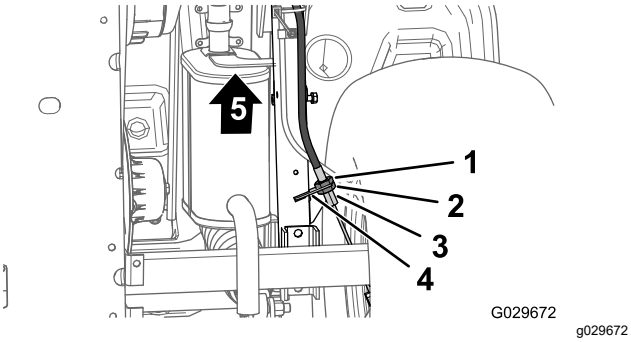

Rysunek 53
3. Od spodu maszyny poluzuj o 4 obroty tylną nakrętkę zabezpieczającą śruby regulacyjnej linki hamulca postojowego (Rysunek 53).
4. Dokręć przednią nakrętkę zabezpieczającą (Rysunek 53).
A. Poluzuj przednią nakrętkę zabezpieczającą (Rysunek 53) śruby regulacyjnej linki hamulca postojowego o 1 obrót.
B. Dokręć tylną nakrętkę zabezpieczającą (Rysunek 53).
A. Poluzuj tylną nakrętkę zabezpieczającą (Rysunek 53) śruby regulacyjnej linki hamulca postojowego o 1 obrót.
B. Dokręć przednią nakrętkę zabezpieczającą (Rysunek 53).